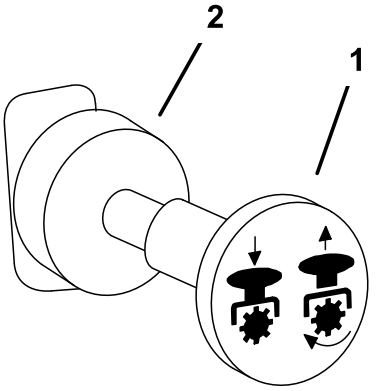

**Figuur 14**
1. Schakel de aftakas uit, zet de rijhendels in de vergrendelde neutraalstand en stel de parkeerrem in werking (Figuur 14).
4. Trek de aftakasschakelaar uit om de aftakas in te schakelen (Figuur 14).
Om de aftakas uit te schakelen, zet u de aftakasschakelaar op **UIT** (Figuur 14).